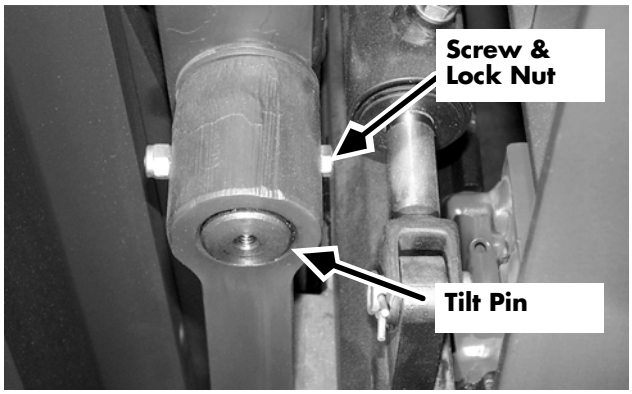

Figure 7-281: Fork Carriage Tilt Pin
4. Remove the lock nut and screw that secure the tilt pin in the fork carriage. See Figure 7-281.